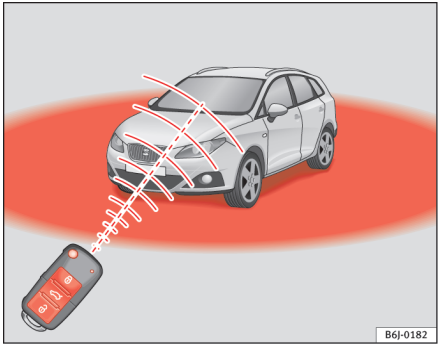

Fig. 43 Område, hvor fjernbetjeningen virker
Desuden blinker nøglens batterikontrollampe ⇒ fig. 43.
- Fjernbetjeningen fungerer kun inden for virkeområdet ⇒ side 76, fig. 43.